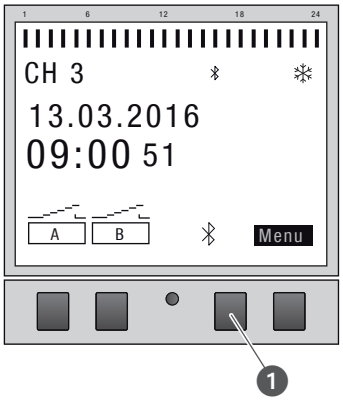

Rys. 22: Skonstruowanie połączenia Bluetooth na rozszerzeniu kanałów
6. Naciśnij przycisk Bluetooth (Rys. 22/❶) na rozszerzeniu kanałów.